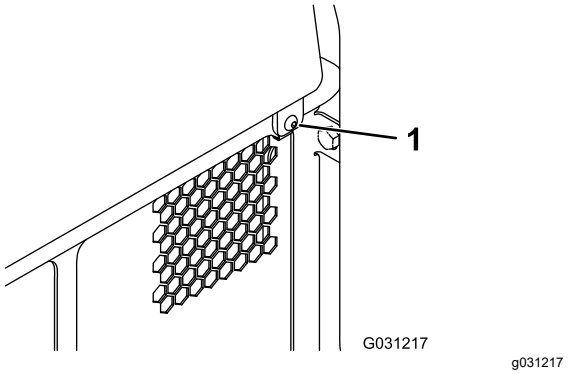

**Figura 34**
1. Retire la fijación (Figura 34).
2. Levante el panel de acceso trasero para tener acceso a los componentes internos (Figura 34).